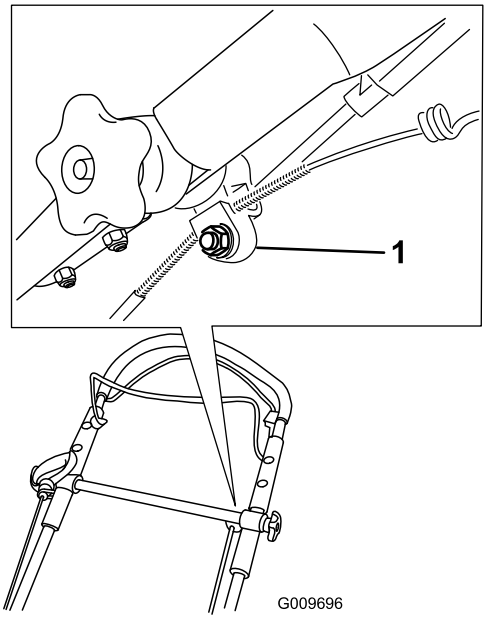

Figur 44
1. Løsne mutteren på kabelfestet (Figur 44).